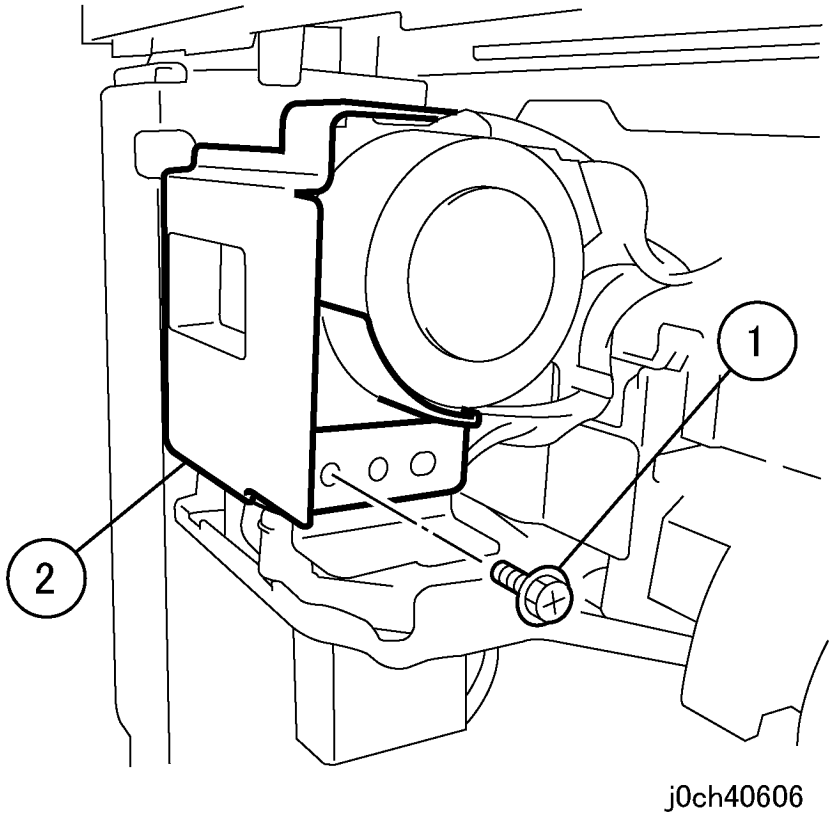

Рисунок 5 Снятие крышки (j0ch41606)
8. Снимите крышку (рисунок 5).